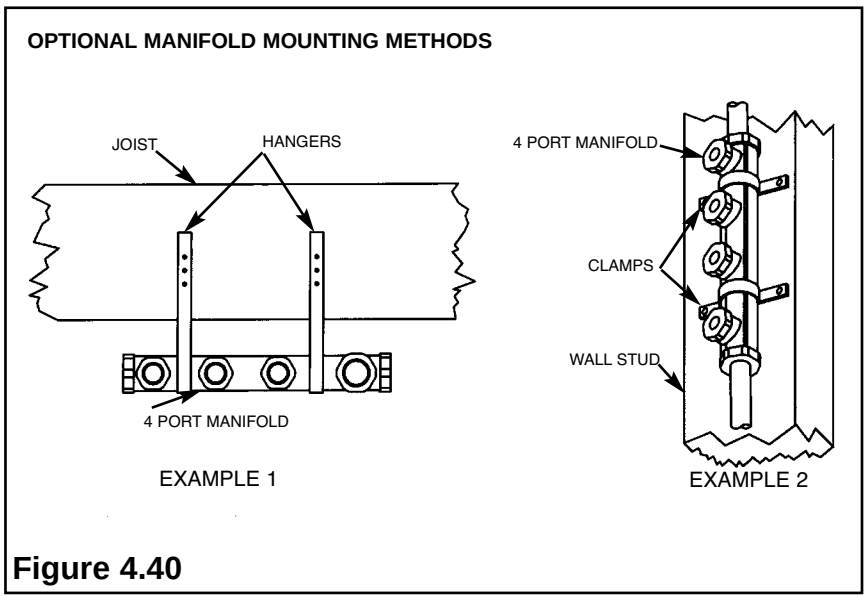

Figure 4.40
- Affix the manifold assembly to floor joists, wall studs, etc., with hangers, straps, pipe support, U-clamps, etc. (See Figure 4.40).